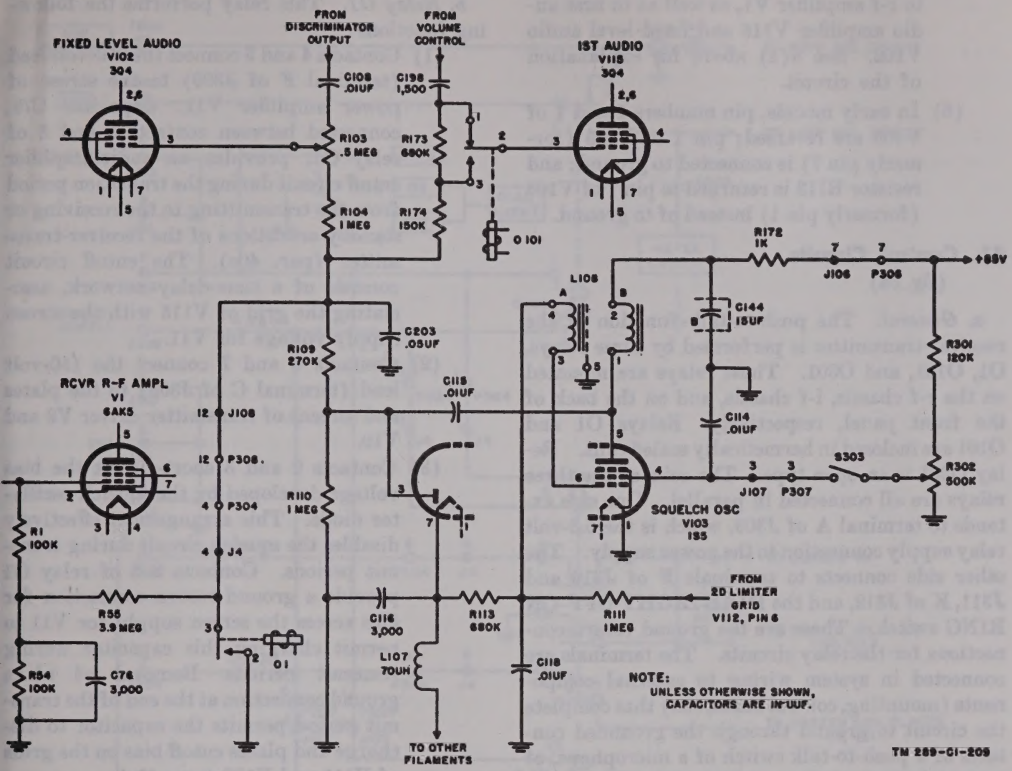

Figure 35. Squelch circuit, functional diagram for early RT–66/GRC models bearing Order No. 18651–Phila–49.
(7) In RT–66/GRC models bearing Order No. 1759–Phila–51, the circuit containing capacitor C78 and the contacts of relay O1 is connected to the grid, pin 3 of first audio amplifier V115 through terminals 4 of J4 and P304, terminals 12 of P308 and J108, and resistor R181, 470K, instead of to the junction of resistors R109 and R174 through the indicated terminals. Operation of the circuit is discussed in *d* above.
i. Differences in RT–66/GRC models bearing Order No. 18651–Phila–49 (fig. 35) are as follows:
(1) In early models, capacitor C78 is not used (*d* above).
(2) In early models, the V103 grid circuit label 1ST LIMITER GRID, V111, PIN 6 is changed to read: FROM 2D LIMITER GRID V–112, PIN 6; the label 2D LIM GRID, V112, PIN 6, and resistor R184 are deleted. Control voltage for the squelch oscillator therefore is developed by second limiter V112 only instead of by first and second limiters V111 and V112 (*b* above).
(3) In early models, capacitors C204 and C205 and resistor R179 are not used; resistor R301, 120K, is added in series with the wire connected to the top of potentiometer R302 (*b* above).
(4) In early models, resistor R104, I megohm, is added in series with the wire connected to the bottom of potentiometer R103.
(5) In all models, squelch voltages is applied